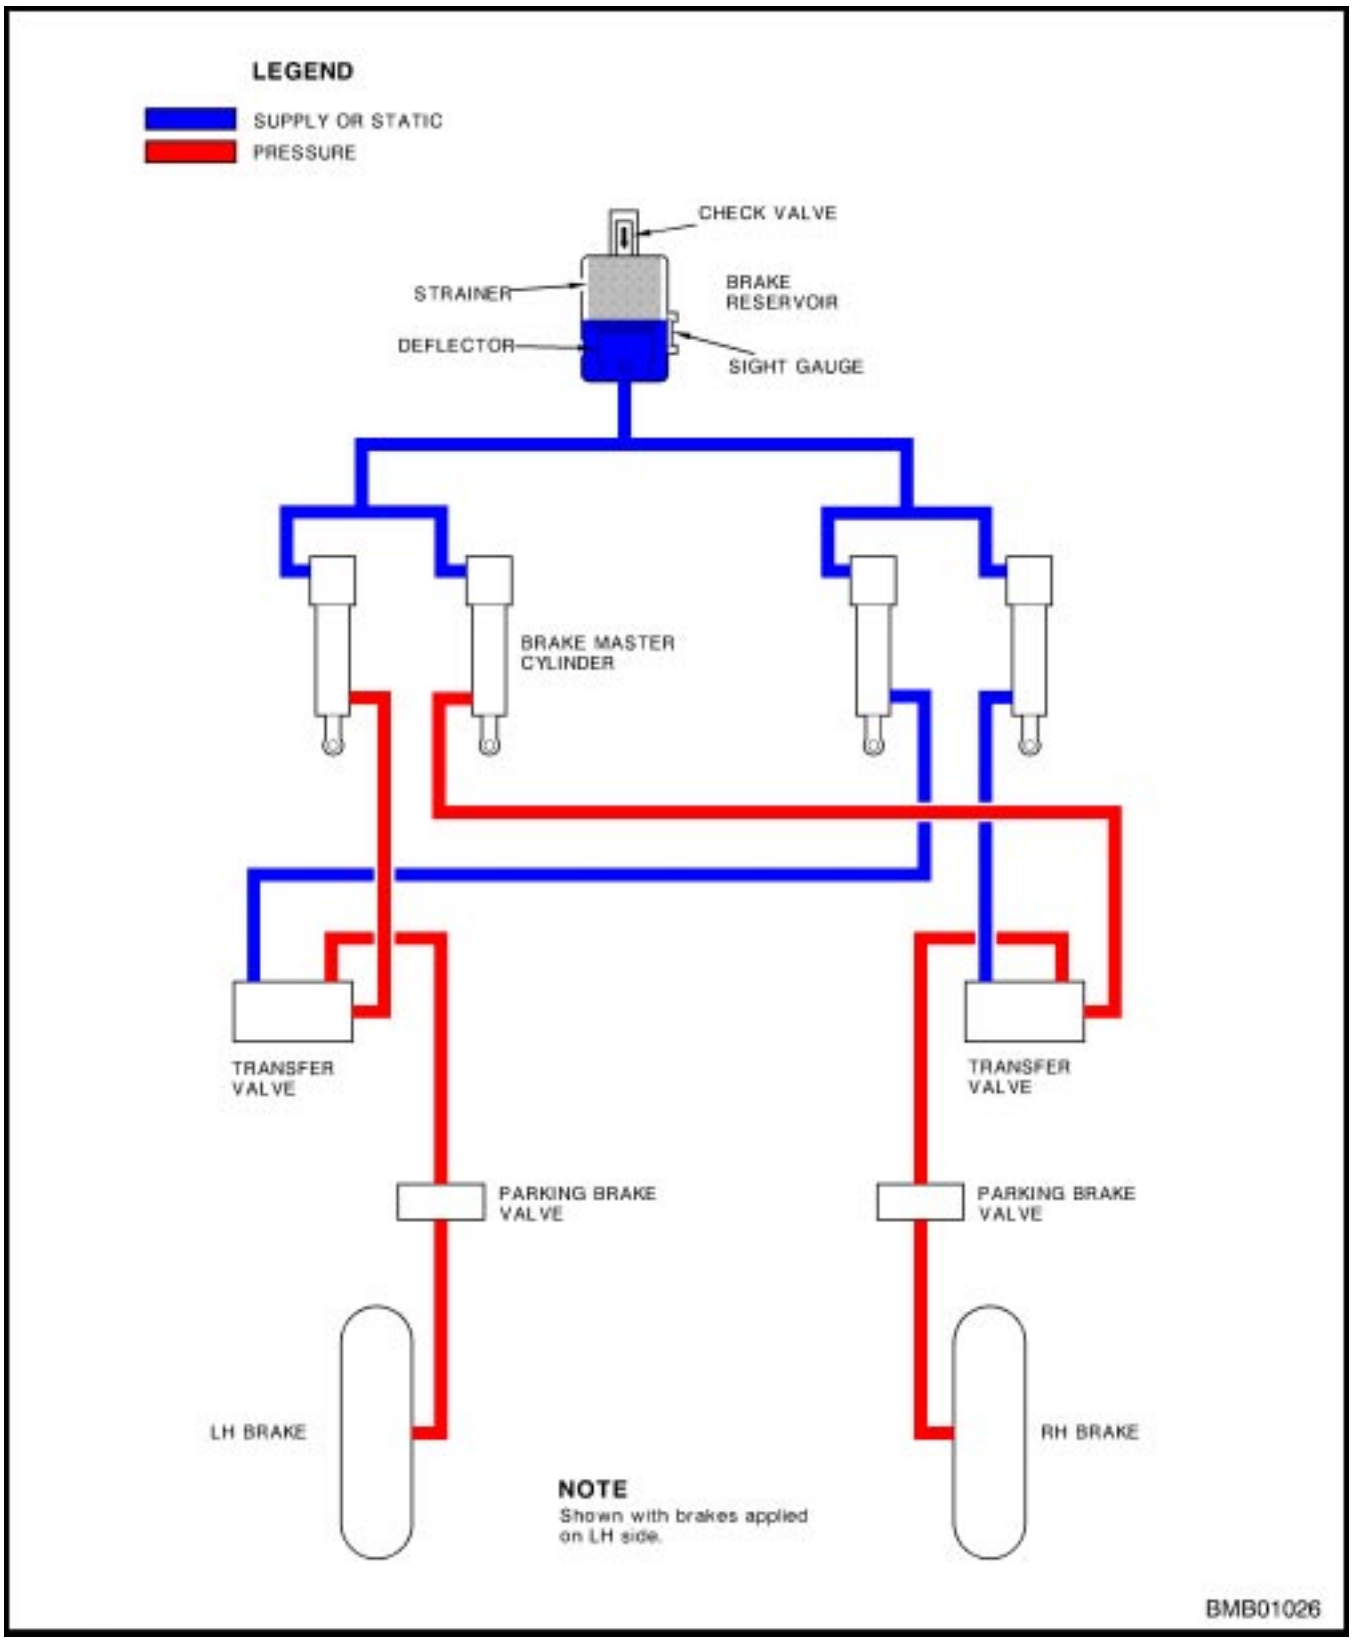

Figure 1-11 Brake Hydraulic System – Schematic
96. Hydraulically operated disc-type brakes are installed on each main wheel and are operated by toe pressure on the upper portion of the rudder pedals (Figure 1-11). Each pedal actuates an individual master cylinder fed from a common reservoir, located in the cockpit beside the right-hand seat. Braking action is directly proportional to the pressure applied at the pedals.